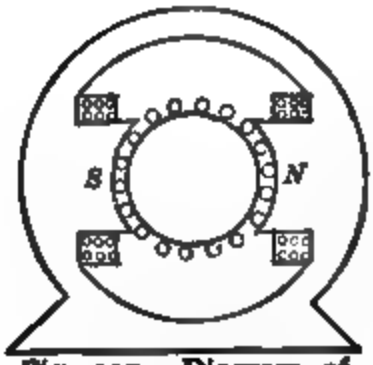

Fig. 397. **Diagram of a bipolar motor.**
1. Figure 397 represents a bipolar motor with the armature revolving counter-clockwise. Copy it and indicate by dots and crosses * in the circles the direction of the various currents in both the armature and field coils.